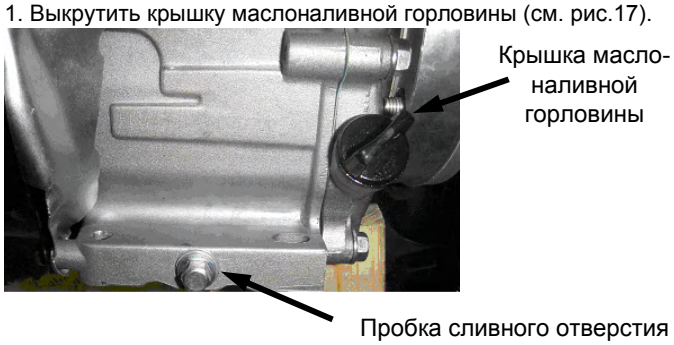

Рис. 17.
1. Выкрутить крышку маслоналивной горловины (см. рис.17).